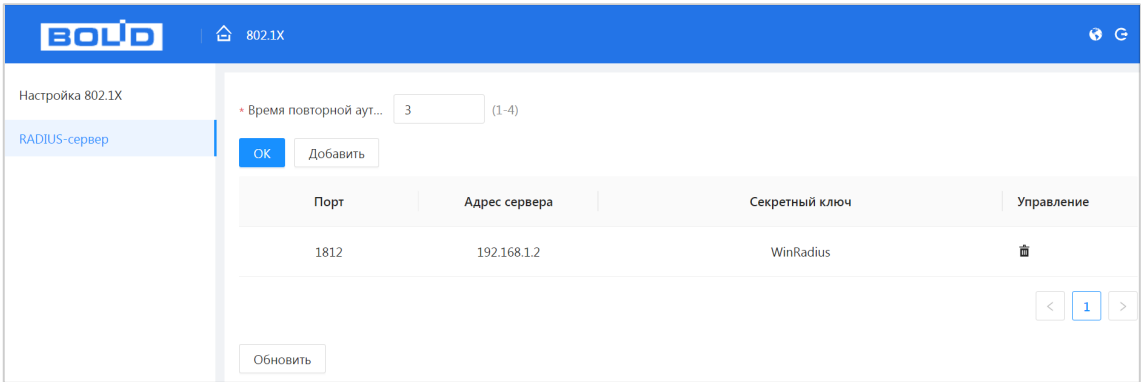

Рисунок 14.2 – Настройки Radius
4. Настройте адрес сервера аутентификации, как показано на рисунке (см. Рисунок 14.2).